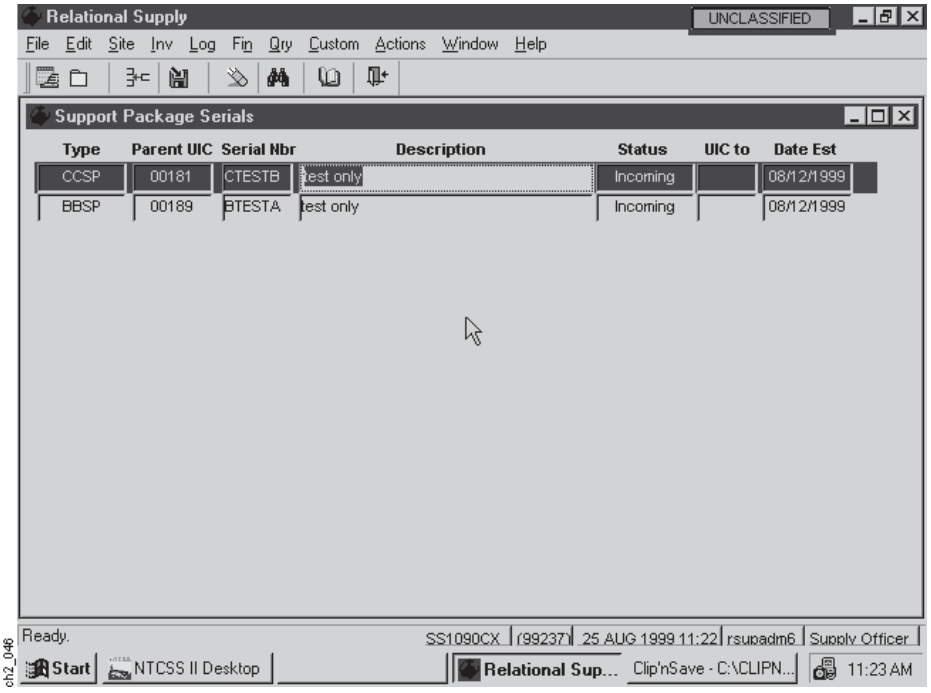

Figure 2-66
(1) Step 1. On the Support Package Serials Screen above (Figure 2-66), select the Insert Option from the Icon Menu Bar to add a serial number to the database.